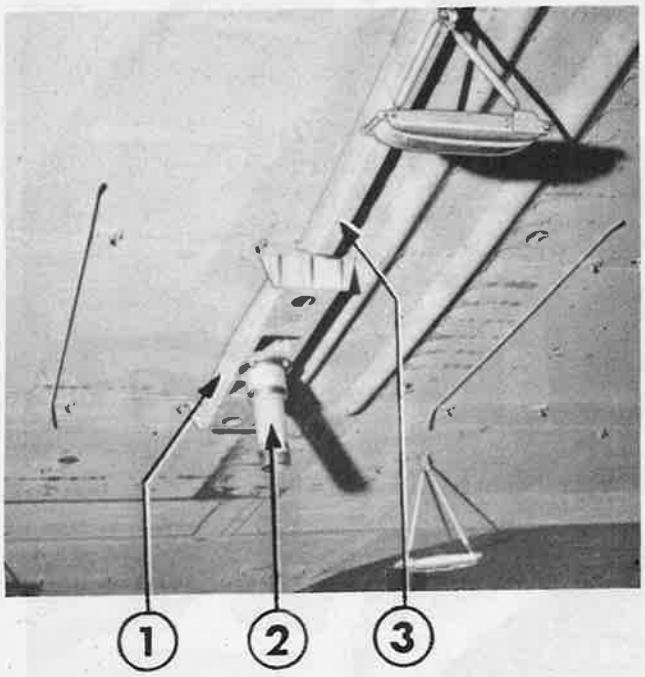
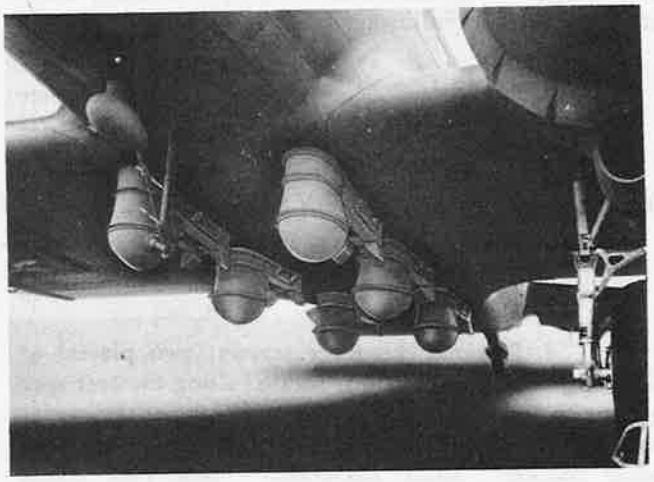
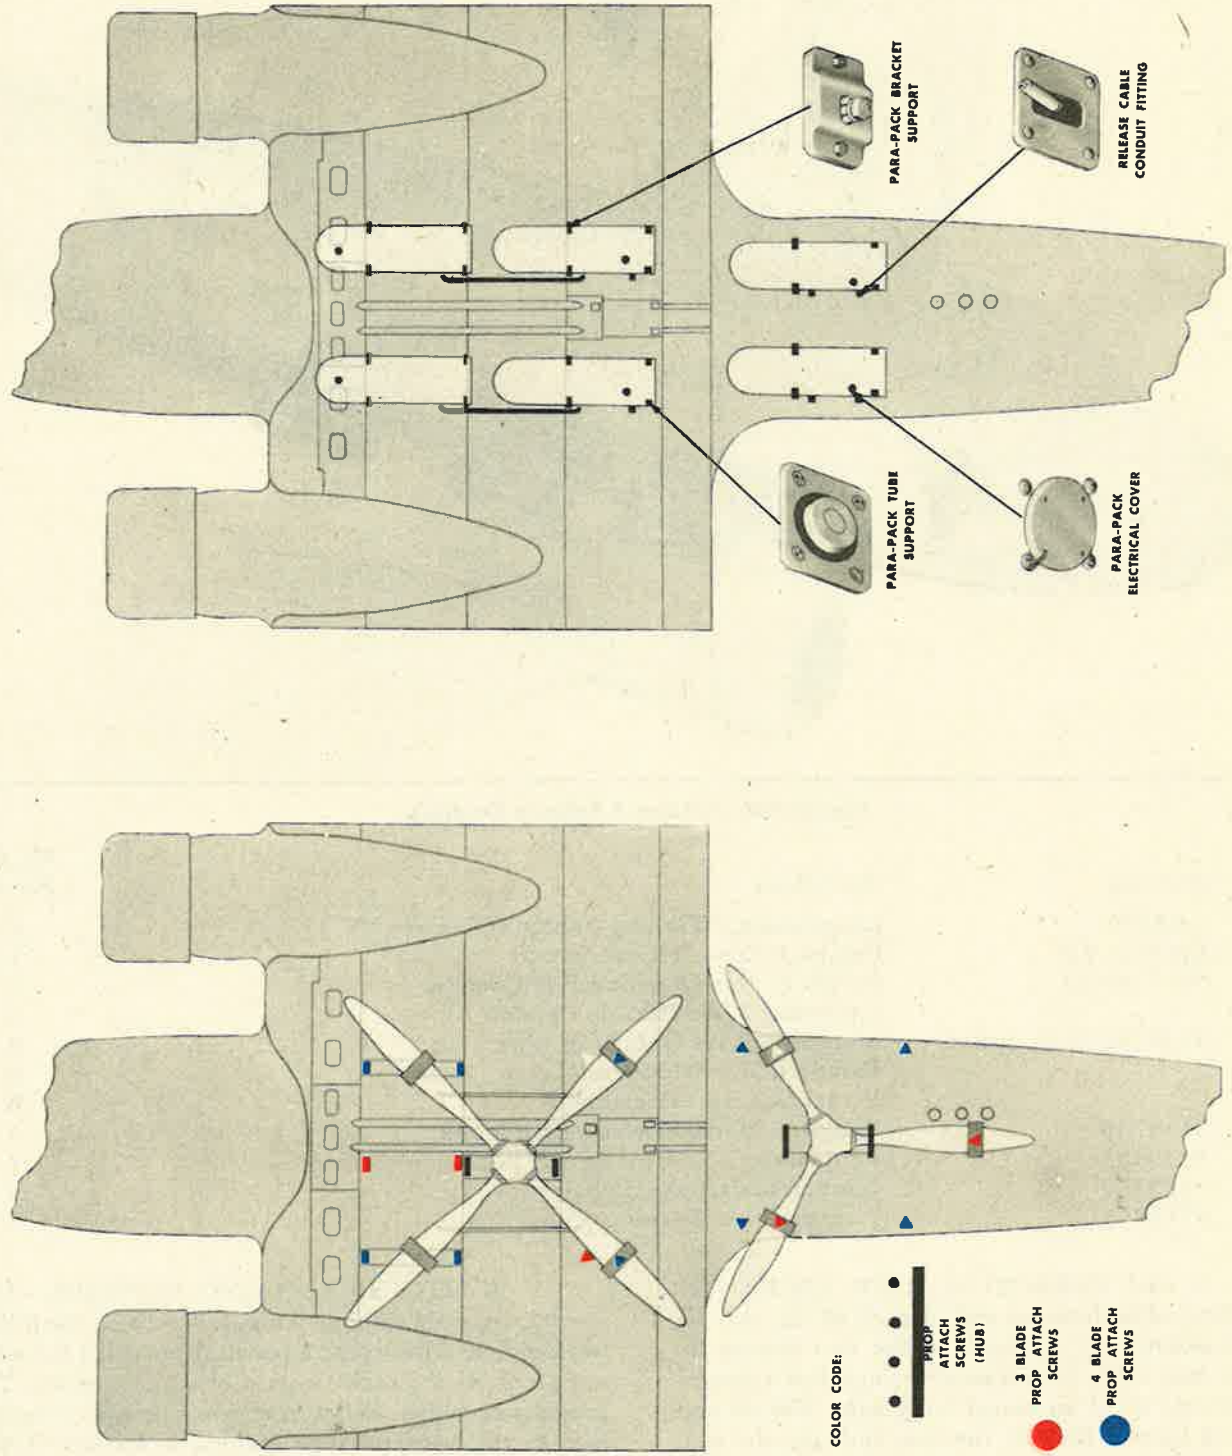

Figure 602—Forward Supports for Three-Blade Propeller
Figure 605—Parapack Racks Installed
Figure 606—Attach Points and Attach Fittings for Parapack Racks and Propeller Transporting Equipment
(1) DESCRIPTION.—Special fittings are provided beneath the fuselage for transporting two three-bladed or two four-bladed propellers (or a combination of one of each), ranging in diameter from 10 to 17 feet. The installation provides for carrying one propeller beneath the center wing section and one beneath the fuselage slightly forward of the cargo loading door. Three support channels are included in the miscellaneous equipment of each airplane. These channels serve as attach fittings for the propeller blade supports when the propeller is carried at the forward location (3, figure 602).
(2) INSTALLATION.
(a) MOUNTING A THREE-BLADED PROPELLER AT THE FORWARD LOCATION. *(See figure 602.)*
1. Remove four screws from the forward spar of the center wing section at a point approximately 18 inches to the left of the center line of the airplane (looking aft). The screws are indicated by a heavy black line and are plainly stenciled "3 BLADE PROP ATTACH SCREWS." Remove four screws, located and marked as above, from the center spar of the center wing section. (See figure 606.) Bolt the support channel (3, figure 602) into these attach points with eight AN 3-10A bolts, four places at each end of the support channel.
2. Attach the support (1, figure 602) at the point where the propeller hub will center by removing four screws from the forward attach point on the rear of the center spar of the center wing section approximately one foot to the left of the center line of the airplane (looking aft). This attach point is plainly marked with a heavy black line and the stenciled words "PROP ATTACH SCREWS." Remove the four screws from the aft attach point located on the forward edge of the rear spar of the center wing section. This attach point is approximately one foot to the left of the center line of the airplane and is marked and stenciled as above. (See figure 606.) Bolt the support (1, figure 602) into these attach points with eight AN 3-6A bolts, four at each end of the support. The support must be drilled to match nut plates built into the spar caps where screws were removed. Drill the support with size No. 40 drill and then ream out with size No. 10 drill.
3. Bolt the shaft adapter (2, figure 602) to the support. The shaft of the adapter fits into the propeller hub. Shaft sizes, Nos. 40, 50, and 60 are available to fit
4. Remove the three screws (two places) at the designated stencil points located along the rear spar approximately 3 feet to the left, and right of the center line of the airplane and in line with the access hole cover marked "BELL CRANK." These two attach points are marked "3 BLADE PROP ATTACH SCREWS." (See figure 606.)
5. The following fittings, clamp assemblies, and their attaching parts, are to be installed to suit propellers carried. These fittings are used to support the propeller blades and are attached in three places, one to the forward support channel and two to the attach points on the rear spar (figures 602 and 603).
a. Remove four screws from the attach point approximately 5 feet to the right of the center line of the airplane and located between and just aft of the two access hole covers marked "TANK SELECTOR VALVE COVER" and "BATTERY CART RECEPTACLE ADAPTER." The attach point screws are indicated by a heavy line and are marked "4 BLADE PROP ATTACH SCREWS." (See figure 606.) Remove four screws from the attach points located in a similar position approximately 5 feet to the left of the center line of the airplane. All these attach points are marked with a heavy black line and are plainly stenciled "4 BLADE PROP ATTACH SCREWS." (See figure 606.)
1. A three-bladed propeller is mounted at the aft station in much the same way that a three-bladed propeller is mounted at the forward station, except that three screws must be removed from the left and right side of the bottom of the fuselage at the stenciled points (two places) on a line just forward of the main cargo loading door. Remove four screws from the attach point on the bottom of the fuselage near the center line of the airplane approximately in line with the cargo compartment aft window. Remove four screws from the other attach point directly aft of this, near the forward light in the group of three recognition lights. Both attach points are marked with a heavy black line and stenciled "PROP ATTACH SCREWS." (See figure 606.)
d. PARACHUTE PACK PROVISIONS. *(See figure 605.)*
(1) DESCRIPTION.—The parachute pack mechanism consists of six parachute pack containers, attaching fittings, release mechanism, and release controls. The parachute pack racks are located opposite each other beneath the fuselage, three on either side of the airplane center line and are attached with bolts to attach fittings and built-in tube supports. (See figure 605.) Four racks are attached to the bottom of the center wing and two racks are attached to the fuselage belly aft of the wing flaps. One type B-7 bomb shackle installed in each rack provides the pack attaching and releasing mechanism. The shackle is supported on two hooks mounted at the ends of two levers which are swung up to the loaded position by the means of a detachable hand crank. The parachute pack racks and the attaching fittings are stowed in the cargo compartment of the airplane as loose equipment.
(a) ATTACH FITTINGS.—The attach fittings and tube support attach points are located in groups of two, approximately 18 inches to the right and left of the center line of the airplane. The attach fittings are small metal brackets and are easily distinguished by the small bolt that hangs loosely in each fitting. The tube supports are in line with the fittings. They protrude approximately ¼ inch through the skin of the airplane and are tapped to accommodate the attaching bolt. The tapped hole is covered by a small plug-in type dust cap which may be removed by prying. (See figure 606.)
1. FORWARD PARACHUTE PACK RACKS. *(See figure 605.)*—The forward end of each of the two forward racks is secured by two bolts to the two fittings located on the center wing front beam. The aft end is secured by two bolts to the next two fittings located on the center wing center beam, directly aft of the forward fittings. *(See figure 606.)*
2. CENTER PARACHUTE PACK RACKS. *(See figure 605.)*—The forward end of each of the two center racks is secured by two bolts to two fittings located on the center wing rear beam directly aft of the forward fittings. The aft end is secured by two bolts to the two built-in tube supports located just forward of the center wing flap hinge and in line with the forward fittings. (See figure 606.)
3. AFT PARACHUTE PACK RACKS. *(See figure 605.)*—The forward end of each of the two aft racks is secured by two bolts to the two fittings located in line with the forward fittings and approximately 2 feet aft of the center wing flaps. The aft end is secured by two bolts to the two built-in tube supports located directly aft of these fittings. (See figure 606.)
2. Remove the 16 nuts from the bolts at the fitting attaching points on the belly of the airplane, located as shown in figure 606, and as explained in paragraph 1.*d.*(1)*(a),* this section.
3. Remove the eight dust caps from the built-in tube support attach points as shown in figure 606, and as explained in paragraph 1.*d.*(1)*(a),* this section.
4. Cut the safety wires and remove the six dust caps (figure 606) from the airplane electrical receptacles. The dust caps are round, knurled plugs, approximately 1¼ inches in diameter. There is one electrical receptacle for each rack, and the dust caps are located on the belly of the airplane as follows:
5. Remove the caps from the ends of the manual release control wire conduits. The conduits are the small tubes that protrude down through the skin of the airplane. The two forward tubes, turned down on each end, run parallel fore and aft on the center wing approximately 18 inches to the left and right of the center line of the airplane. (See figure 606.) The small caps on the conduits may be removed by prying.
10. Install the trailing antenna wire in the antenna wire guide on the right-hand forward rack. (See figure 605.)